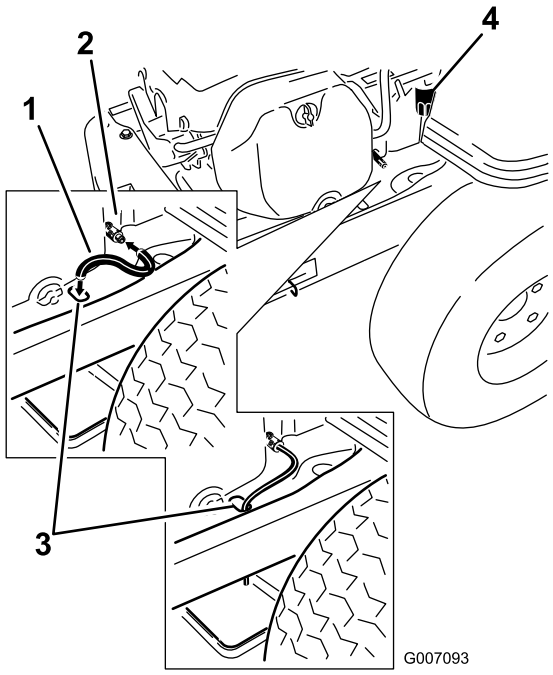

Figur 33
4. Rengør området omkring aftapningsventilen og på maskinens stel. Anbring olieaftapningsslangen, og før den over aftapningsventilen (Figur 33).
5. Placer den modsatte ende af olieaftapningsslangen over enden af stellet (Figur 33).